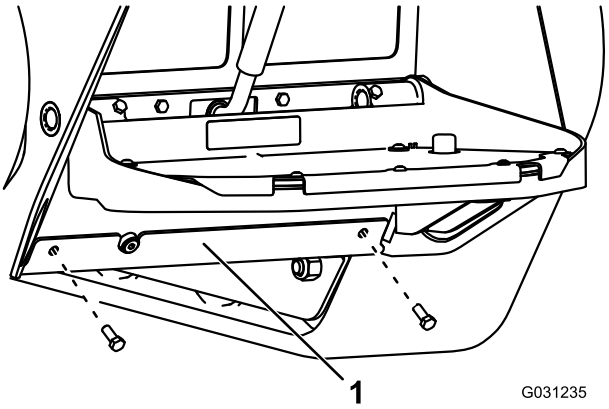

Figuur 75
4. Verwijder de 2 bouten waarmee de onderste plaat is bevestigd en verwijder de onderste plaat (Figuur 75).
8. Plaats de onderste plaat (Figuur 75).